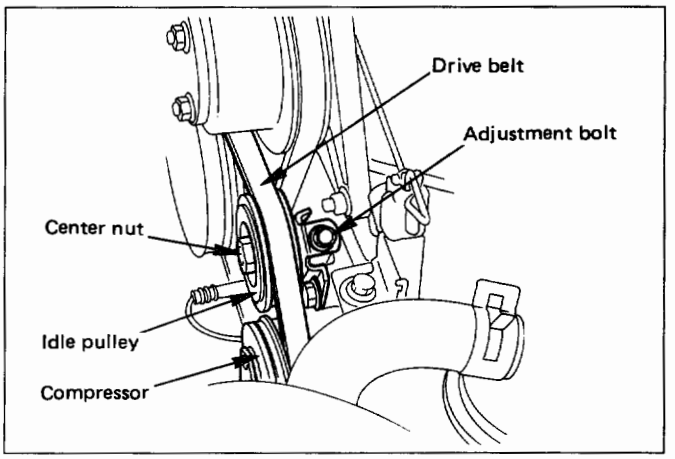

Fig. 1B-25
- Loosen idle pulley center nut and tension adjustment bolt, then remove the drive belt (Fig. 1B-25).